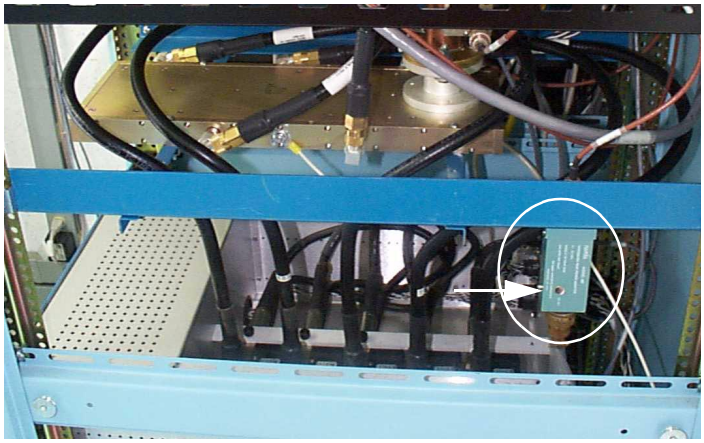

Figure 5-20 Reflected Power Sensor Calibration Adjustment Pot
4. The Reflected Power Sensor calibration potentiometer is exposed by removing the metallic plug from the side of the sensor housing (see Figure 5-20). Use a small flat-blade screwdriver to make the adjustment.